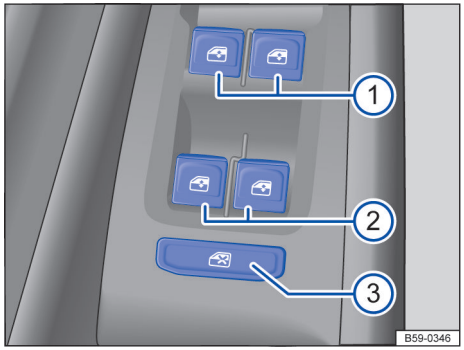

图 68 在驾驶员侧车门内：前部和后部车窗升降器的按钮
→ 图 68 的图例：
：安全按钮→ 图 68③ 停用后门车窗控制按钮。这时按钮中的黄色指示灯亮起。